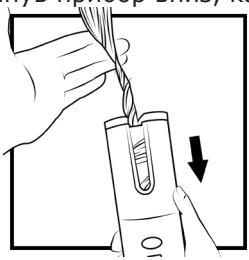

Рис. 7
- Освободите прядь, потянув прибор вниз, как показано на Рис. 7;